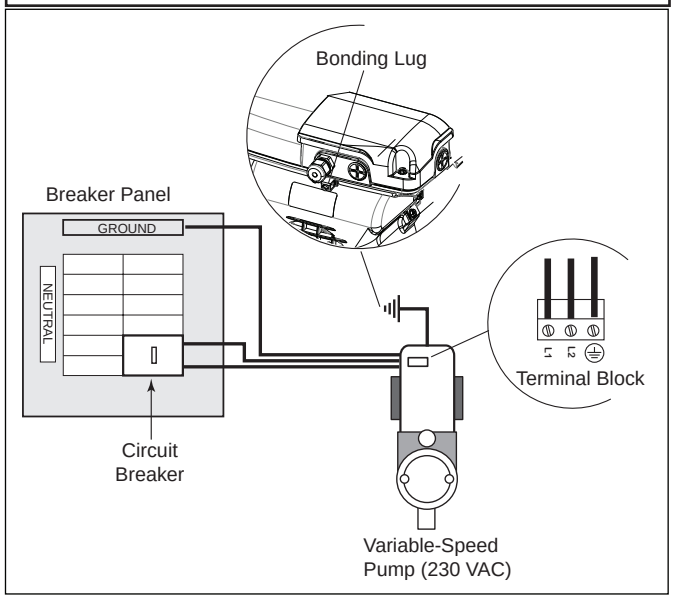

Figure 3. Bonding the Motor
2. The bonding must be accomplished by using a solid copper conductro, No. 8 AWG or larger. In Canada No. 6 AWG or larger must be used. Bond the motor using the external bonding lug provided on the motor (See figure 3).